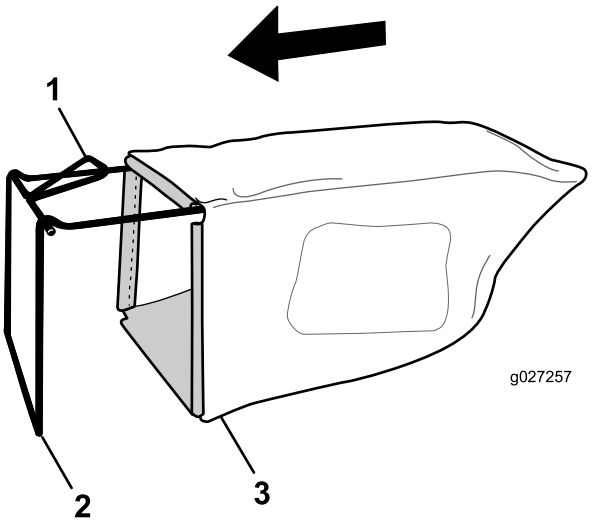

Rysunek 9
1. Nałóż worek na trawę wokół ramy w sposób pokazany na Rysunek 9
Informacja: Nie nakładaj worka na uchwyt (Rysunek 9).